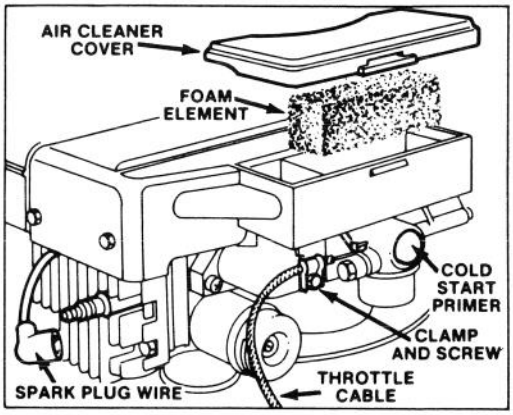

Figure 8
4. COLD START – Before starting engine when temperature is below 50 F (10 C), push cold start primer 5 times (Fig. 8), pausing 2 seconds between each push.
1. Stop engine and pull wire off spark plug (Fig. 8).
2. Place fingers under right side of cover and lift it up (Fig. 8). Clean inside and outside of cover if it is dirty.
3. Look at top of air cleaner element (Fig. 8). If it is dirty, the element must be removed from air cleaner body (Fig. 8) and cleaned.
3. Loosen cable clamp screw until throttle cable is free to slide (Fig. 8).
4. Move carburetor control arm to the left until it contacts grounding bracket (Fig. 8). Pull throttle cable slightly to remove any slack, and tighten the cable clamp screw to lock the adjustment in place.
2. Clean around spark plug and remove plug from cylinder head (Fig. 8).